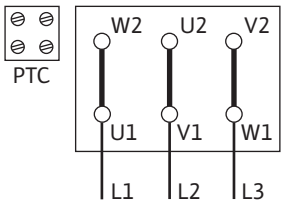

Fig. 14: Conmutación Δ
- La alimentación eléctrica depende de la potencia del motor P2, de la tensión de red y del tipo de arranque. La conmutación necesaria de las clavijas de conexión en la caja de bornes se indica en la tabla siguiente, así como en las Fig. 14, 15 y 16.